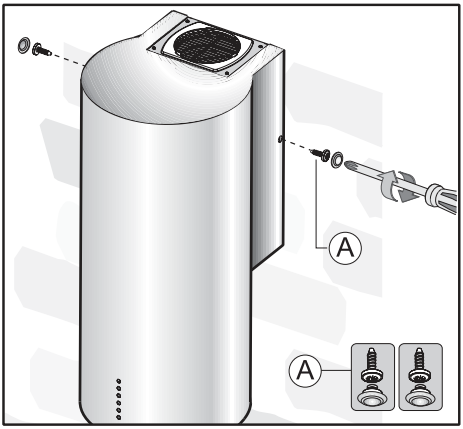
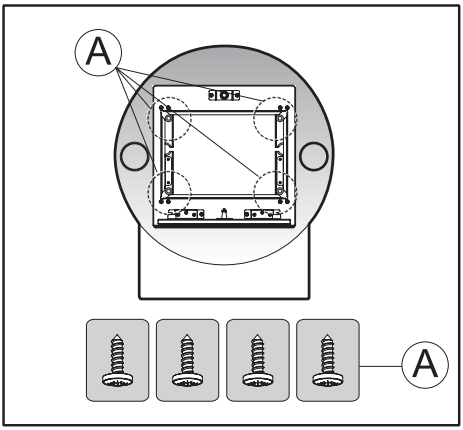

Fig.11
Fig.12
- Fixez d'abord les vis latérales D (indiquées **Fig. 11**) qui fixent la hotte à la structure support, et ensuite les vis A (indiquées **Fig. 12**) situées dans la partie inférieure de la hotte.